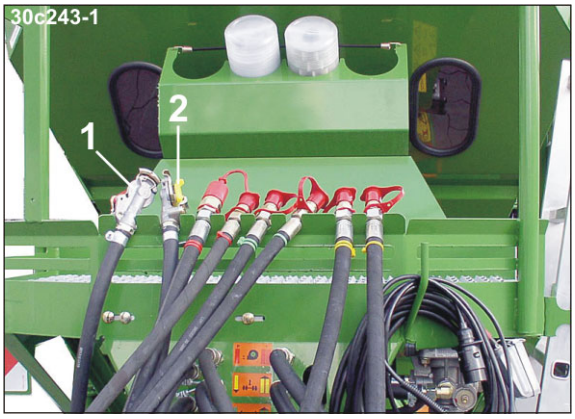

Fig. 56
- et transportrør (Fig. 56/1) med koblingshoved (rødt)
- et bremserør (Fig. 56/2) med koblingshoved (gult)